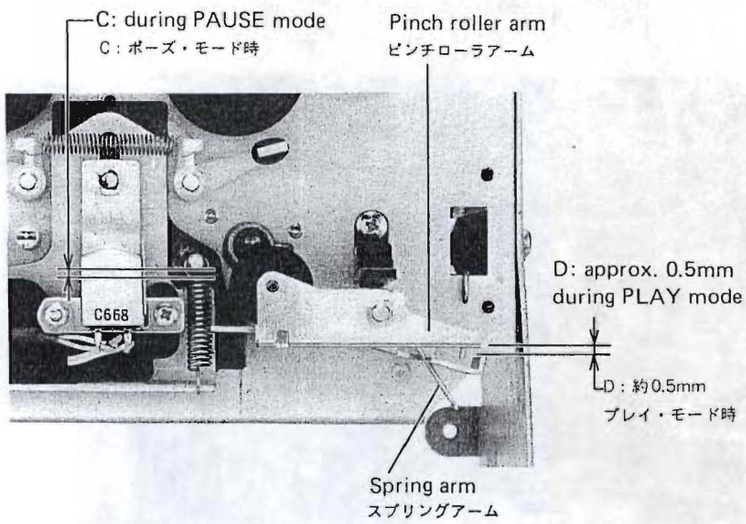

Fig. 5-4
1. With the deck in the play mode, check that there is clearance of approx. 0.5 mm between the pinch roller arm and the spring arm ("D" in Fig. 5-4).
4. Repeat switching operations from STOP to PAUSE mode two or three times, and make sure that when repeating steps 1 and 2, the clearances "D" and "B" are within the specified range respectively. Also make sure there is a clearance between head base and spring stud ("C" in Fig. 5-4).
Note: During play operation, make sure there is a clearance of approx. 0.5 mm between the pinch roller arm and the spring arm. Refer to Fig. 5-4.